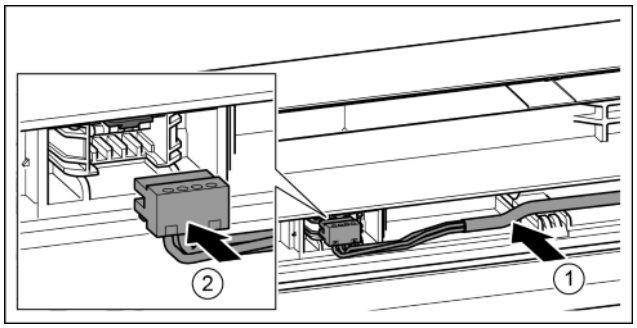

Fig. 41
- ▶ Insert the grey cable into the guide in the top door. *Fig. 41 (1)*
- ▶ Engage the plug. *Fig. 41 (2)*